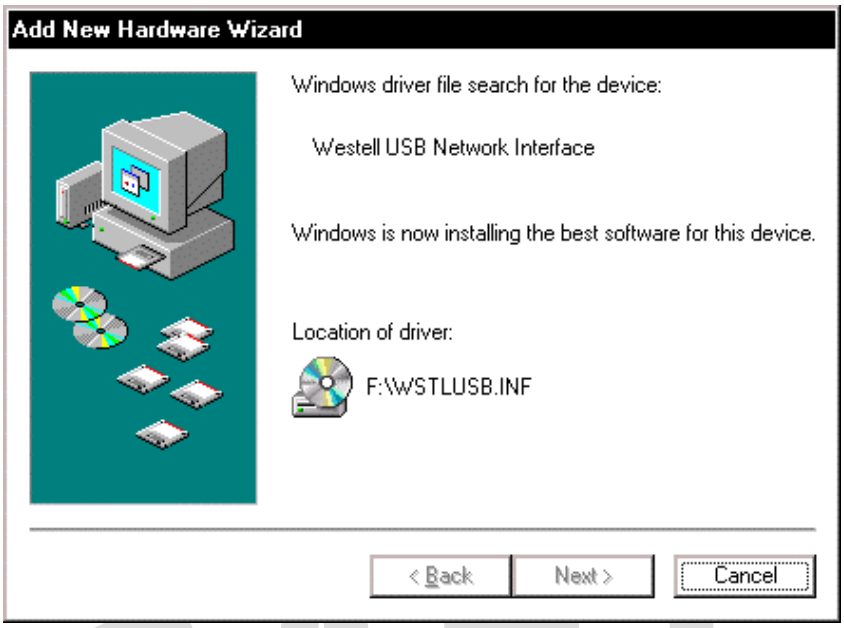

Figure 17. Windows ME
2. **Windows ME**: Windows will display the location of the driver (Figure 17). Click **Next.**